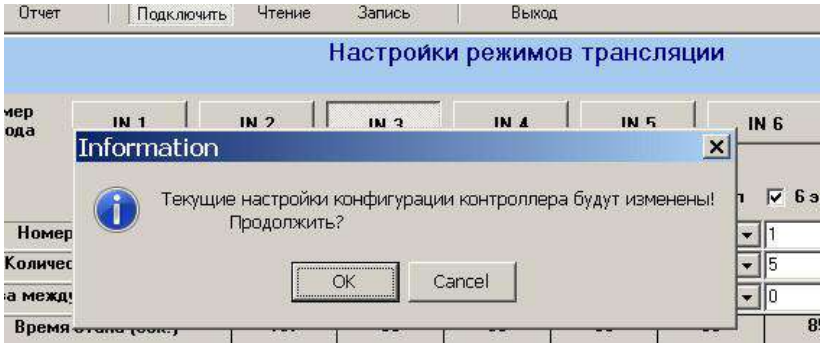

Рис. 50.
- После того как все настройки в вашем проекте будут произведены, и вы уверены, что готовы к записи, нажмите на командную кнопку «Запись». Появится диалоговое окно (Рис. 50).